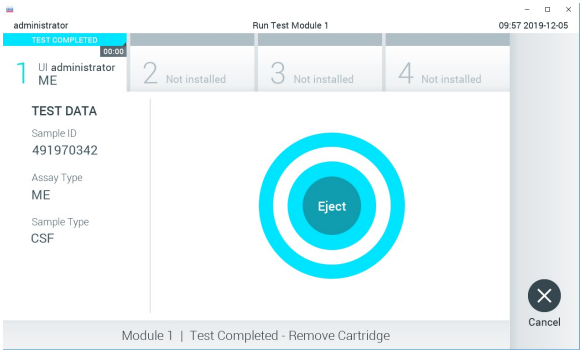

**Figura 15**. Visualización de la pantalla Eject (Expulsar).
9. Una vez finalizada la prueba, aparecerá la pantalla Eject (Expulsar) (figura 15) y la **barra de Estado del módulo** mostrará el resultado de la prueba como una de las siguientes opciones: